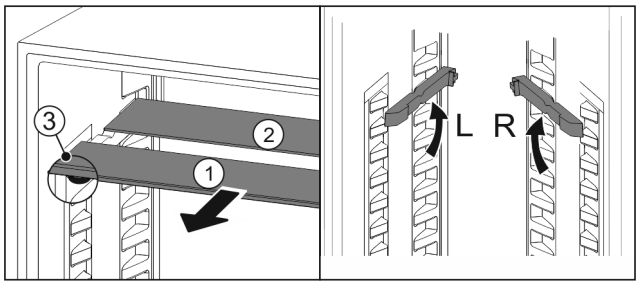

*Fig. 26*
▶ Sortir les tablettes par l'avant *Fig. 26 (1)*.
▷ La tablette en verre *Fig. 26 (1)* avec bordure décorative est située à l'avant.
▷ Les butées *Fig. 26 (3)* sont orientées vers le bas.